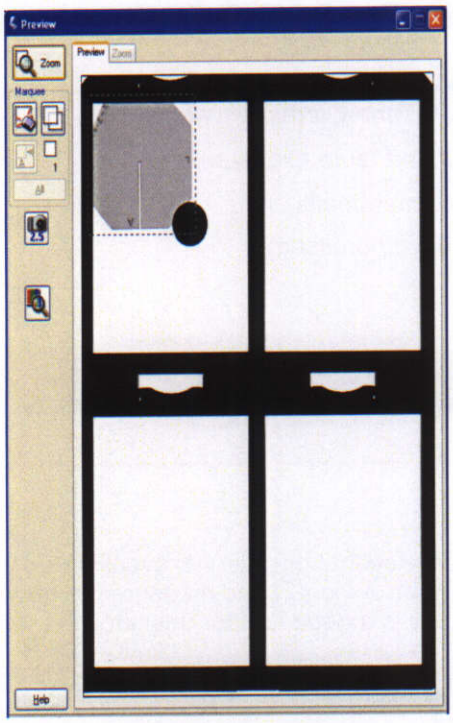

**Figure 3-34 Preview**
11. Use the preview window (*Figure 3-34 Preview, page 42*) to select the area to be scanned.